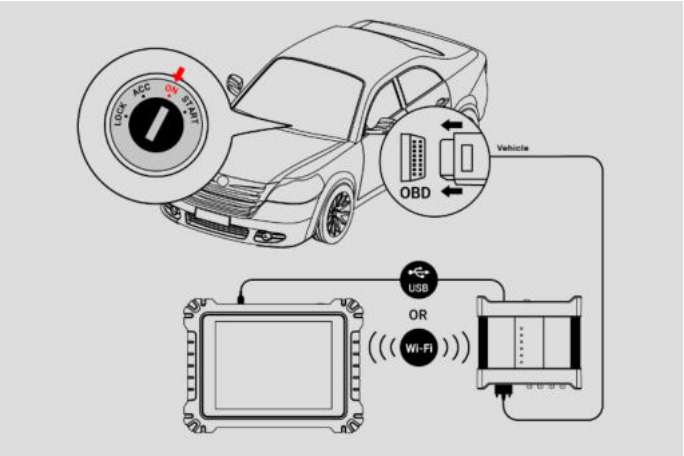

Figure 7-1 ***Sample Connection Diagram***
1. Please refer to ***Figure 7-1*** *Sample Connection Diagram* to complete the connection. Place the ignition in the key on position.